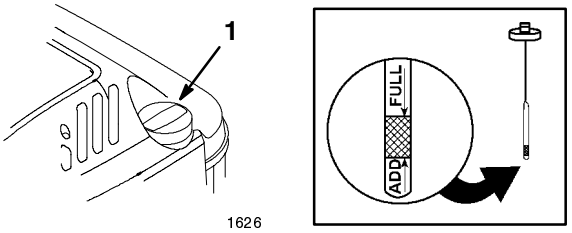

**Figure 5**
Before each use, make sure that the oil level is between the *Add* and the *Full* marks on the dipstick (Fig. 5).
2. Clean around the dipstick (Fig. 5).
6. Read the oil level on the dipstick (Fig. 5).